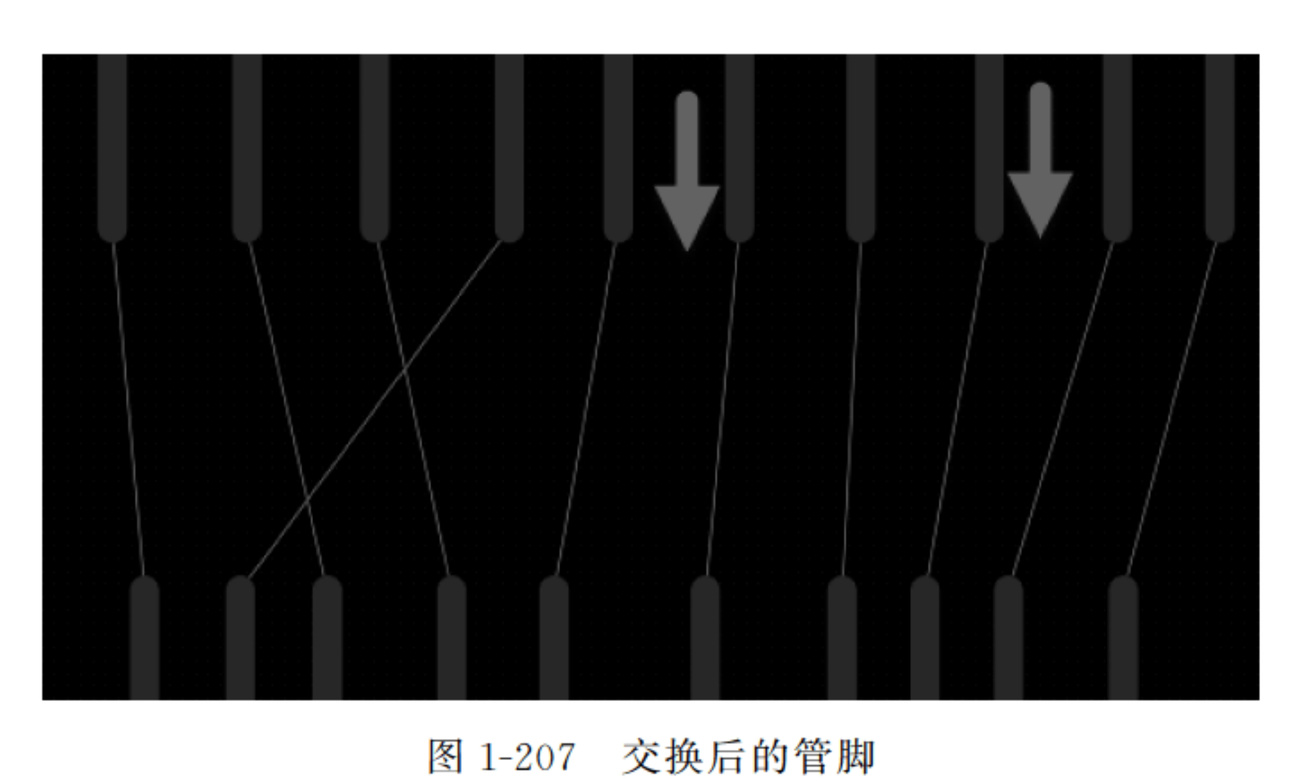

图 1-207　交换后的管脚
(11) 选择手动交换,执行菜单栏中“工具”→“管脚/部件交换”→“交互式管脚/网络交换”命令,如图 1-206 所示。光标变为十字形状,分组的管脚高亮,单击需要进行相互交换的两根线,即可实现交换,如图 1-207 所示。